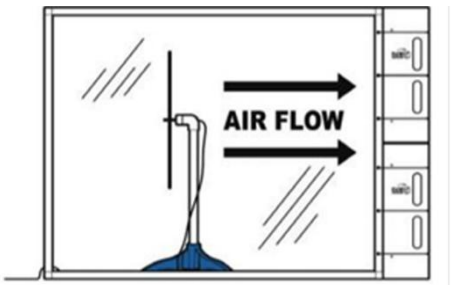

図 3
1.3.3 風洞の仕様：開口部から 30cm の距離における平均最大風速は 2〜3m/s です。風洞は負圧（吸引）型です。（図 3 参照）均一な流れを生成します。